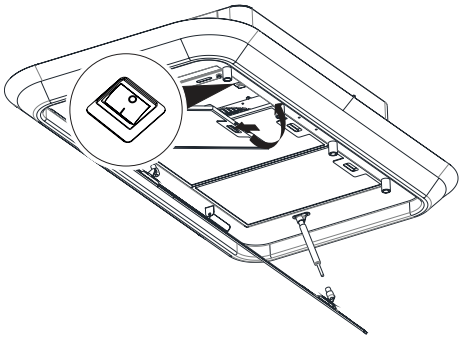

Abb. 16
6. Die Hauptsicherung unter der Motorbox in Position 1 stellen. (Abb. 16)
Metallfettfilter montieren. (Abb. 16).